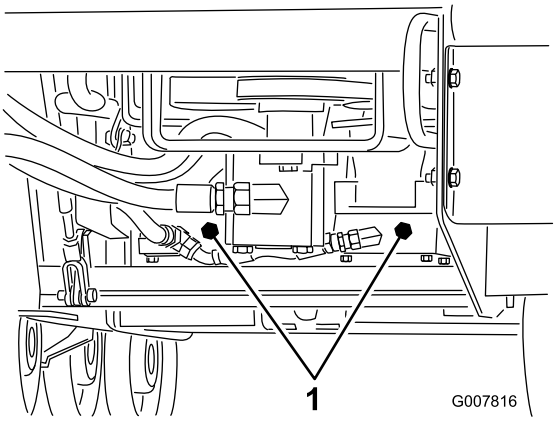

Rysunek 21
3. Przy użyciu klucza przekręć dwukrotnie zawory holownicze na pompach hydraulicznych w kierunku przeciwnym do ruchu wskazówek zegara (Rysunek 21).